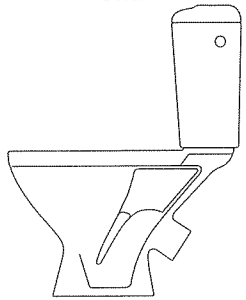

Рис.4
-ун. воронкообразный с косым выпуском с цельноотлитой полочкой (рис. 4),